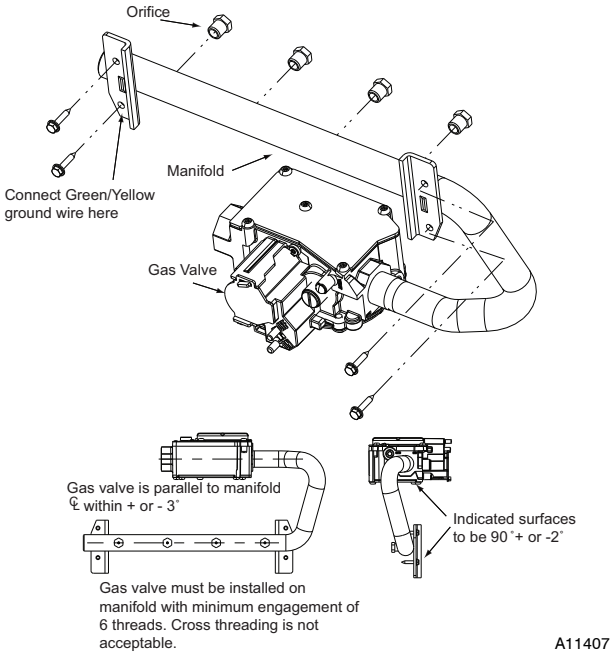
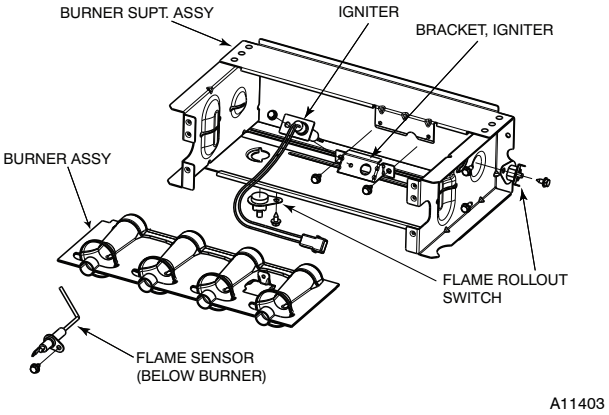

**Figure 2 - Manifold Assembly**
**Figure 3 - Burner Assembly**
**NOTE**: Use a back-up wrench on the gas valve to prevent the valve from rotating on the manifold or damaging the mounting to the burner box. See Figure 2 and Figure 3.
4. Note the location of the green/yellow wire ground wire for re-assembly later. See Figure 2.
6. Remove the flame sensor from the burner assembly. See Figure 3.
3. Attach the green/yellow wire and ground terminal to one of the manifold mounting screws. See Figure 2.